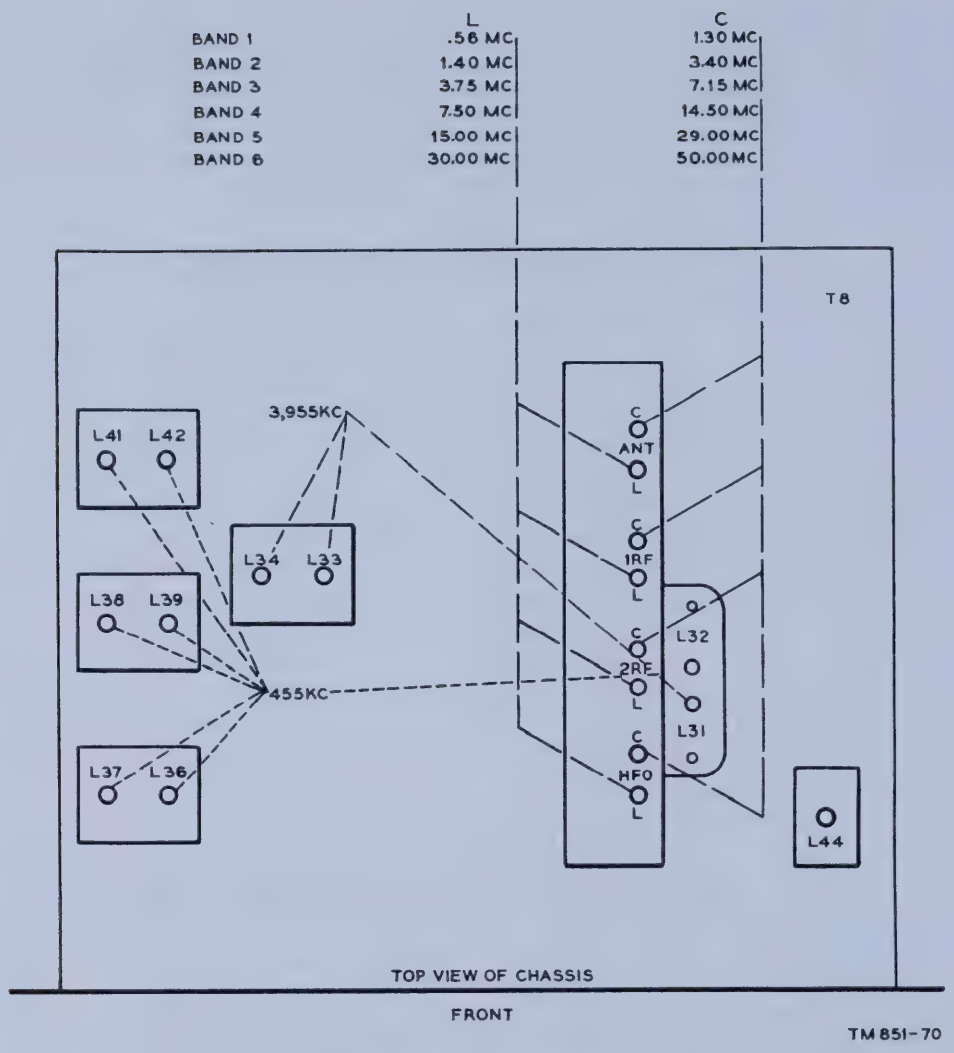

Figure 92. Radio receiver, all types, alinement chart.
(1) The a-m signal generator (par. 78) should be capable of providing at least a 30-percent modulated r-f signal. In addition to 455 kc and 3,955 kc (the intermediate frequencies of the receiver), the frequency range required is from .56 to 50 mc, slightly less than the frequency range of the receiver. The alinement frequencies are shown in figure 92. If necessary, the second harmonic generally can be used when the signal generator does not provide the fundamental frequency. For example, a signal generator covering all frequencies from 80 kc to 30 mc could be used to aline the receiver at 50 mc (fig. 92), by use of the second harmonic of 25 mc. For best results, the signal generator should have its output impedance in series with 100 ohms when the r-f and vfo circuits are being alined. For i-f alinement, this value is not critical. The frequency calibration of the signal generator is extremely important in order that the receiver dial calibration be correct. If this is doubtful, a frequency meter may be used to verify the accuracy of the signal generator.
(2) The electronic sweep oscillator should be capable of producing an fm (frequency modulation) of ± 20 kc maximum at each of the nominal 455-kc and 3,955-kc i-f test frequencies, as well as a synchronization voltage for locking the timing axis of the cathode-ray oscilloscope used for visual alinement. Both of these requirements are met in available electronic sweep oscillators, as provided by Signal Generator TS–465/U whose r-f signal range extends from 100 kc to 110 mc, for a 0- to 30-kc f-m sweep. The nominal 455-kc r-f signal frequency calibration of the electronic sweep oscillator is extremely important in order that the receiver 455-kc i-f amplifier circuit be alined to its proper midband position. This can best be determined by comparing the signal source with a frequency meter.
The radio receiver does not require realinement after any tube replacement. However, this applies to vfo tube V4 only if the main dial calibration (par. 150) is within the calibration tolerance of ¼ of 1 percent of frequency. When V4 is replaced, check the main dial calibration, especially at the h-f end of each band. If realinement is necessary, realine the C adjustment for the HFO (fig. 92) for each frequency band (par. 98) whose main dial calibration is outside the calibration tolerance.
When one or more of the r-f tuner subassemblies for any one band of the receiver is replaced, the receiver r-f and vfo alinement procedure (par. 98) may be restricted to the realinement of the L and C adjustments (fig. 92) applicable to each r-f tuner subassembly involved. On band 1, the L and C ANT, 1RF, 2RF, and HFO (fig. 92) adjustments are made, respectively, with r-f tuner subassemblies L1, L8, L15, and L25; on band 2, respectively with L2, L9, L16, and L26; on band 3, respectively with L3, L10, L17, and L27; on band 4, respectively with L4, L11, L18, and L28; on band 5, respectively with L5, L12, L19,